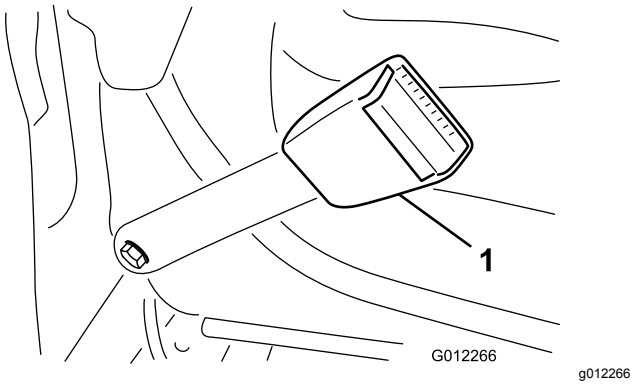

**Figur 6**
1. Saml hver ende af sikkerhedsselelåsen i hullerne i sædets ryg med 2 bolte (7/16" x 1"), flade skiver (7/16") og låseskiver (7/16") (Figur 6).